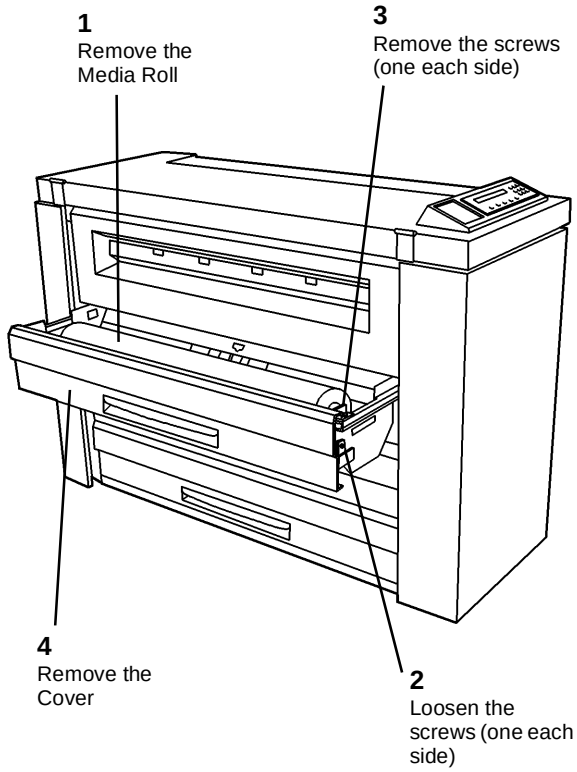

**Figure 1 Removing the Cover**
2. (Figure 1): Remove the Cover.